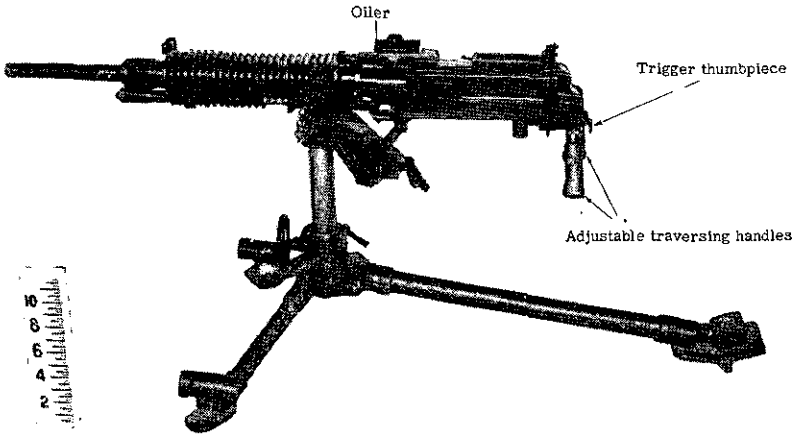

Figure 70.—Model 92 (1932) 7.7-mm heavy machine gun (left side).
(5) The oiler (fig. 70), which is situated above and to the left of the receiver directly above the feedway.
(6) The marking 九二式 which is on top of the receiver.